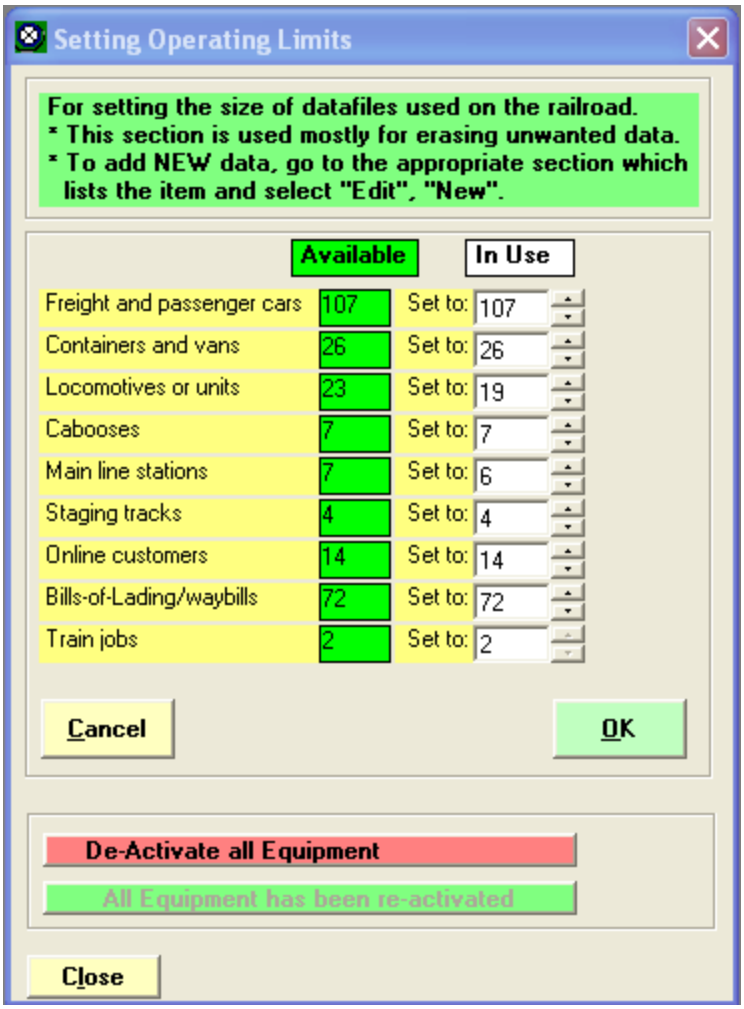

Figure 5-4
5. Again, click on "Yes". The reason for this double checking is to prevent you from accidentally deleting data. Imagine what would happen if you had 30 trains entered and deleted all but 2 of them! Once you've clicked on "Yes" the second time, the limits window is updated. Figure 5-4 shows what the "Setting Operating Limits" window should now look like when it is reopened. To reopen the window, click on "Administration" on the ProTrak toolbar, then select "Limits on Equipment, Railroad & Traffic" from the dropdown list.